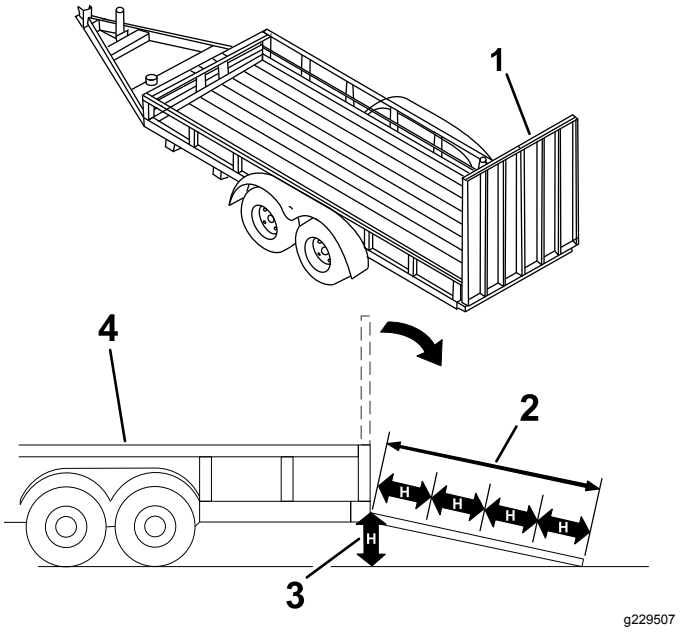

Figur 28
Pålæsning af en maskine på en anhænger eller lastbil øger risikoen for at vippe og kan forårsage alvorlig personskade eller død (Figur 28).
3. Sænk rampen (Figur 28).